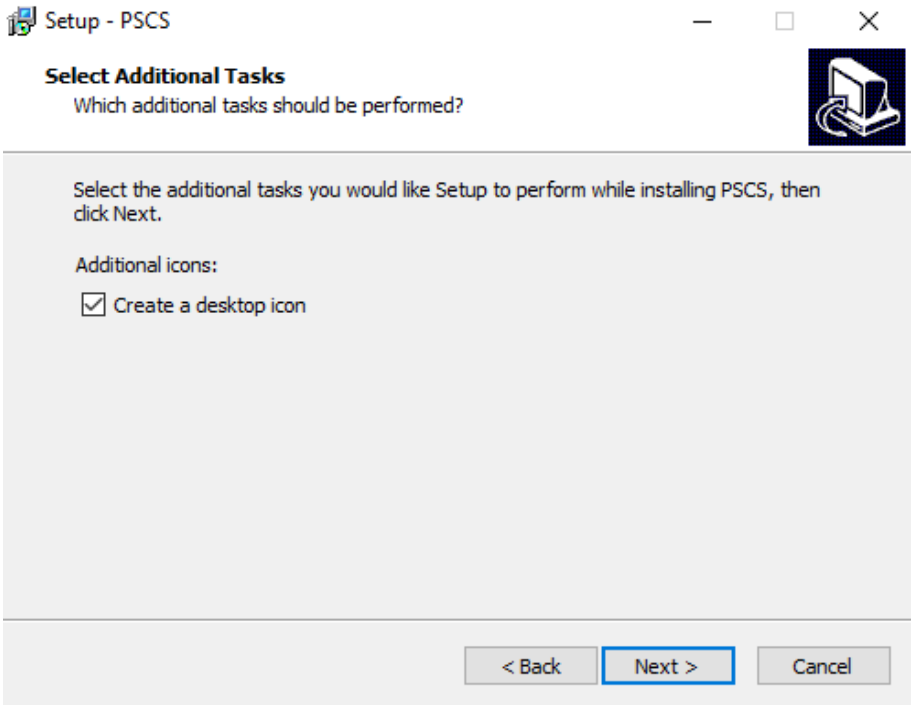

Figure 7.7
7. Check the box if you would like to create a desktop shortcut and click "Next" to continue. **Figure 7.7**